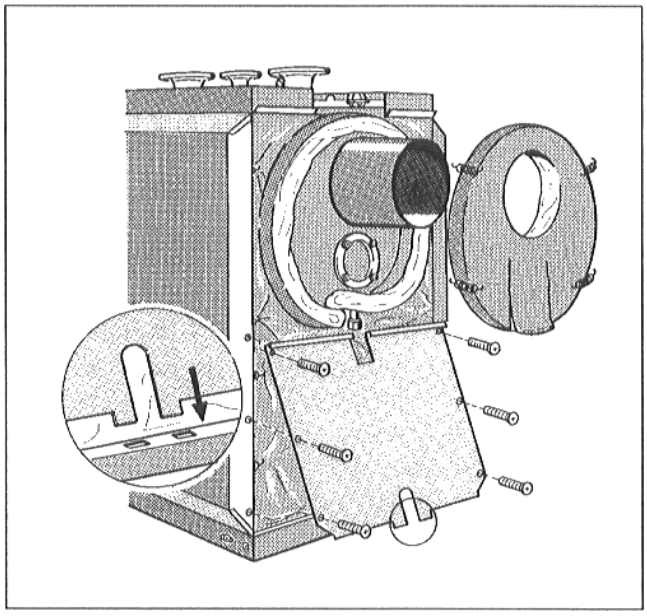

Рис. 16
- Теплоизоляционный мат газосборника отходящего газа наложить на поверхность газосборника и прикрепить к теплоизоляционным лентам посредством 4 натяжных пружин (Рис. 16).
- Вставить нижнюю часть задней стенки внизу обеими петлями в шлицы задней рамной планки и плотно привинтить самонарезными винтами к окантовке задней стенки (Рис. 16).